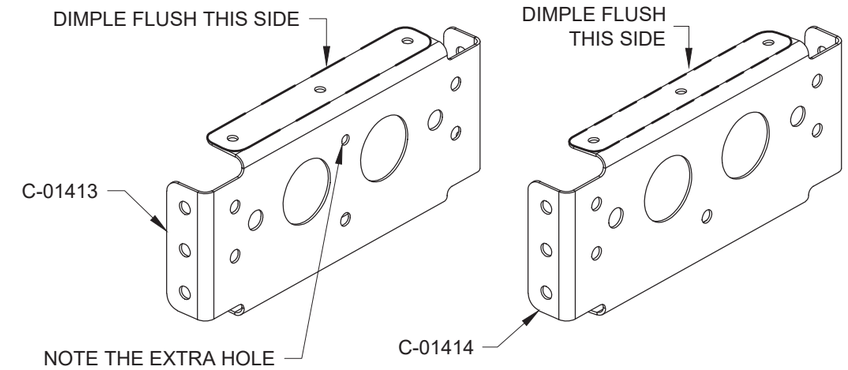

FIGURE 2: HINGE INTERCOSTALS
Step 8: Dimple the #40 holes in the top flanges of the two C-01413 Inboard Hinge Intercostals and the two C-01414 Outboard Hinge Intercostals as shown in Figure 2.